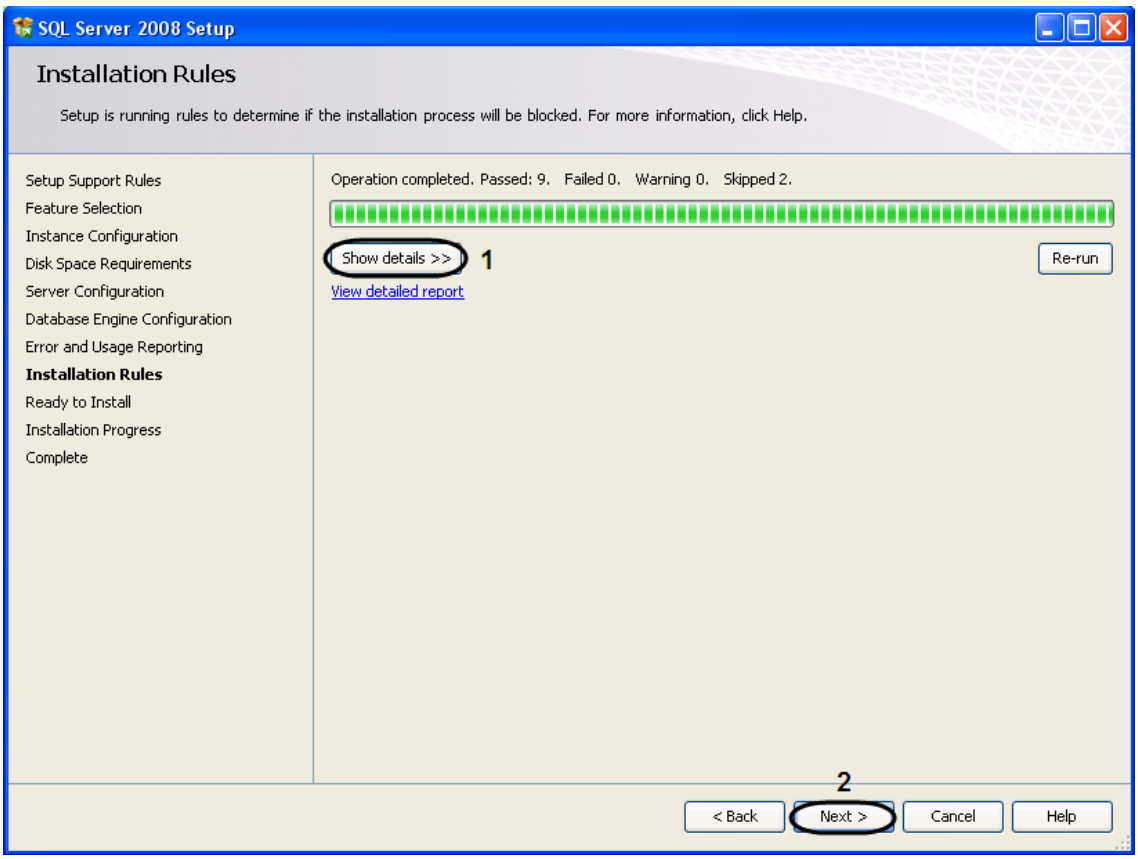

Figure 13.6-16 The "Installation Rules" box
17. The “Installation Rules” box will be displayed (Figure 13.6-16).
17.1. To view the detailed report about installation, click the “Show details>>” button (Figure 13.6-16, 1).
17.2. To go to the next box, click the “Next>” button (Figure 13.6-16, 2).